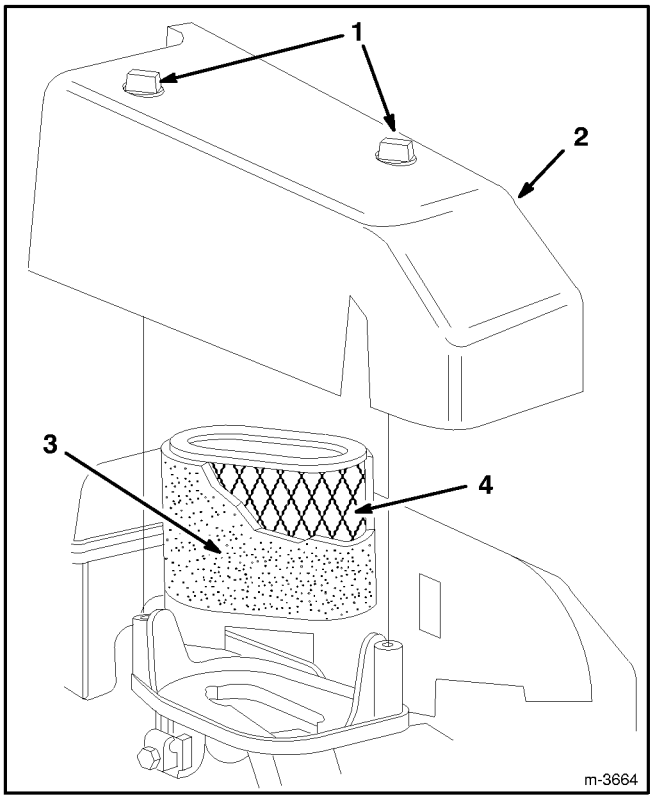

Abbildung 17
2. Zwei (2) Knöpfe entfernen, mit denen die Luftfilterabdeckung am Motor befestigt ist (Abb. 17).